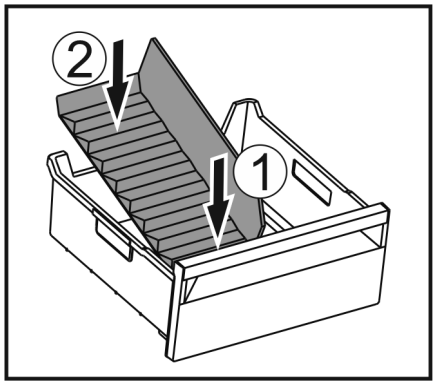

Fig. 62
▶ Insert the front part of the ice compartment divider. *Fig. 62 (1)*
▶ Lower the rear part of the ice compartment divider to the drawer bottom. *Fig. 62 (2)*